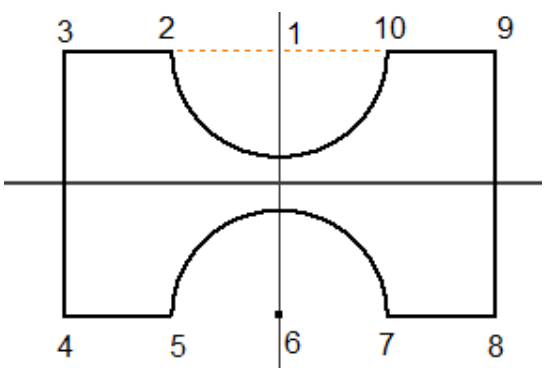

Figure 2-92 *Sketch showing different points*
2. Press the Tab key and enter **0** in the X coordinate edit field of the Dynamic Input. Again, press Tab and enter **0** in the Y coordinate edit field. Next, press Enter to specify the center of the arc; the center of the arc (Point 1) is created, as shown in Figure 2-92, and you are prompted to specify the start point of the arc.
In Figure 2-92, the major and minor grid lines, and the triad have not been displayed for better display of the sketch and the imaginary lines.
3. Enter 12 in the length input field, press Tab, enter 90 in the angle input field of the Dynamic Input, and press Enter; the first point (Point 2) on the arc is defined, refer to Figure 2-92. Now, you need to specify the endpoint of the arc.
9. Move the cursor right, enter **12**>Tab> **90**>Enter. Figure 2-92 shows the different points of sketch for Tutorial 2.
11. Enter **24** in the length input field, press Tab, enter **90** in the angle input field in the Dynamic Input, and press Enter; the endpoint (Point 7) on the lower arc is defined, refer to Figure 2-92. Now, you need to specify the center point of the arc.